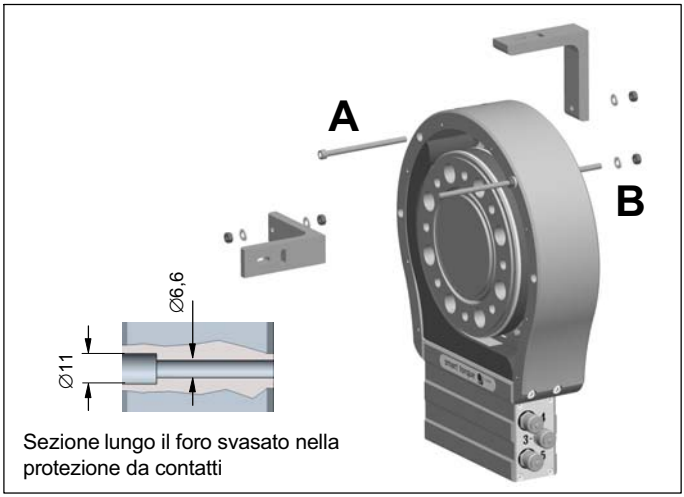

Fig. 8.12 Supporto dello statore con una staffa di arresto (5 kN ·m e 10 kN ·m)
Per i torsiometri T12/5 kN · m e T12/10 kN · m si consiglia l'impiego di un ulteriore supporto dello statore sulla protezione da contatti. *Fig. 8.12* mostra, come esempio, una staffa di arresto con una vite (A) oppure con un'asta filettata (B). Fare attenzione che, in questo caso, non si possono montare le pareti di copertura.